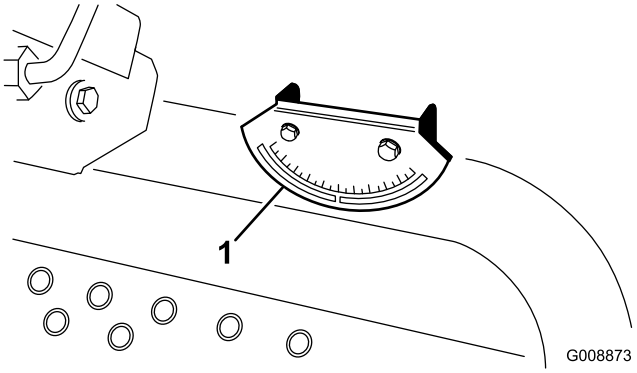

Figur 5
2. Kontroller, at maskinen er i plan position ved at sætte en håndholdt hældningsmåler (følger med maskinen) på tværvangen ved brændstoftanken (Figur 5). Der skal stå nul grader på hældningsmåleren, når den ses fra operatørens position.